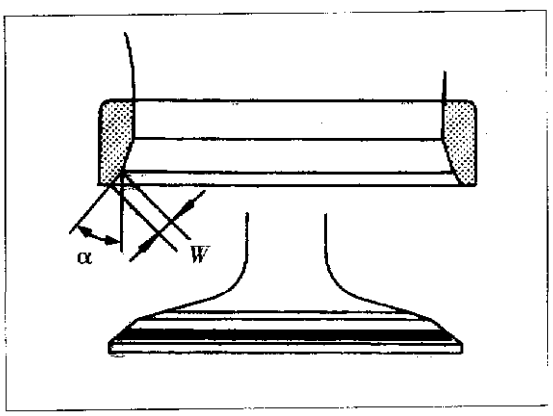

图 2－6－26
g. 见图 2－6－26，检查气门座接触面，数据见表 2－4。